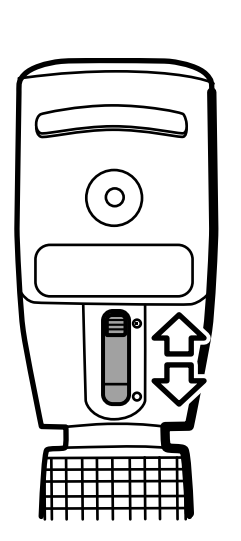

Figura 9
- filtro polarizante lineal cruzado puede engancharse moviendo el interruptor deslizante en el lado del especialista del instrumento desde la posición de abajo hasta la posición arriba (véase la Figura 9).